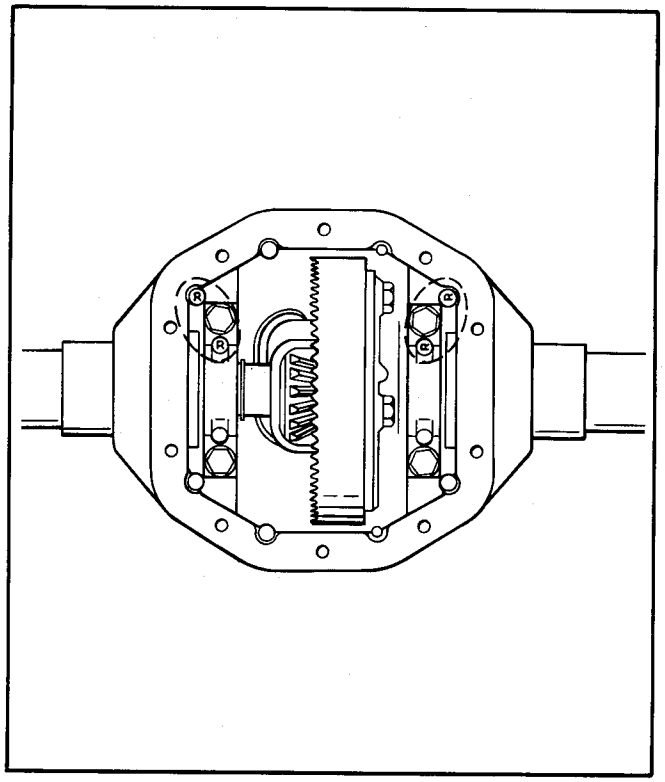

Figure 22 – Bearing Cap Identification
g. Remove differential bearing cap bolts (4), Figure 22. Bearing caps are marked for location identification along with the carrier. When reassembling, the caps must be installed in their original position. Remove bearing caps (5).